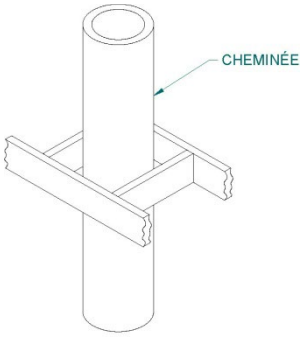

**Figure 32**
1. Coupez les trous dans les plafonds et planchers que traversera la cheminée et dans le toit et installez-y des protecteurs de chevrons **(voir Figure 32)**. Utilisez une ligne à plomb pour aligner les centres des trous. Assurez-vous que la dimension des trous dans les planchers et les plafonds est conforme aux instructions du fabricant de la cheminée.
5. En vous plaçant en dessous, installez un coupe-feu fourni par le fabricant de la cheminée **(voir Figure 32)**.